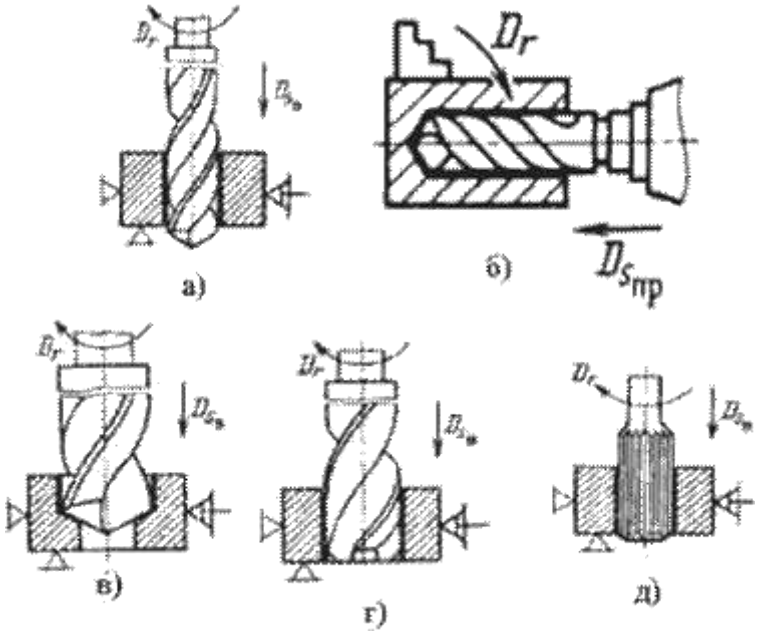

Рис.1 Схемы сверления, зенкерования и развертывания
1. *Сверление* – получение отверстий в сплошном материале с помощью сверл (рис.1а,б).
2. *Рассверливание* – процесс увеличения сверлом имеющихся отверстий. Рассверливание предназначено для увеличения диаметра отверстия заготовок и применяется при обработке отверстий диаметром свыше 30 мм. (рис.1в). Сначала
3. *Зенкерование* – обработка цилиндрических литых, штампованных или предварительно просверленных отверстий, зенкером для придания им правильной геометрической формы, необходимых размеров и шероховатости (рис.1г). Это получистовая обработка (R_a3,2… R_a 6,4). Зенкерование позволяет увеличивать размер, повышать точность и снижать шероховатость поверхности литых, штампованных и просверленных отверстий. Его применяют или для окончательной обработки отверстий или под их последующее развертывание, растачивание или протягивание.
4. *Развертывание* – точная (чистовая) обработка отверстий развертками (R_a0,5… R_a1,6, это соответствует 5…7 квалитетам)(рис.1д). Развертывание – окончательная обработка цилиндрического или конического отверстия разверткой в целях получения высокой точности и низкой шероховатости. Развертки – многолезвийный инструмент, срезающий очень тонкие слои с обрабатываемой поверхности